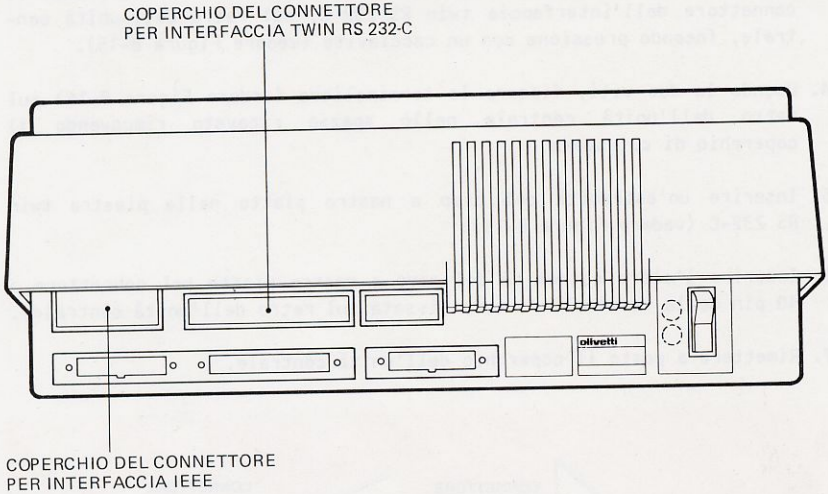

Figura B-15 Posizione dei coperchi dei connettori di uscita
4. Togliere il coperchio di plastica posto sulla cavità destinata al connettore dell'interfaccia IEEE, facendo pressione con un cacciavite (vedere Figura B-15).
3. Rimuovere il coperchio di plastica posto sulla cavità destinata al connettore dell'interfaccia twin RS 232-C, sul retro dell'unità centrale, facendo pressione con un cacciavite (vedere Figura B-15).